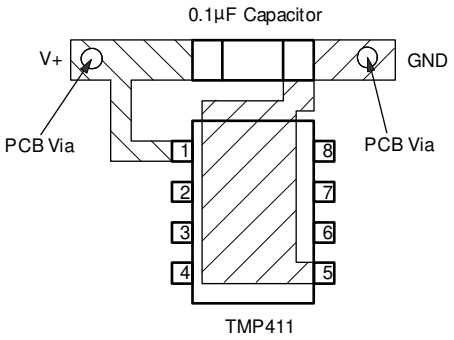

Figure 9-11. Suggested Bypass Capacitor Placement
- Use a 0.1µF local bypass capacitor directly between the V+ and GND pins of the TMP411/TMP411D, as shown in Figure 9-11. Minimize filter capacitance between D+ and D– to 1000pF or less for optimum measurement performance. This capacitance includes any cable capacitance between the remote temperature sensor and the TMP411/TMP411D.